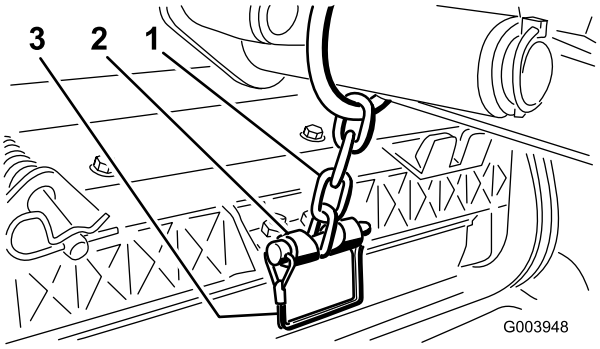

Rysunek 10
12. Zamocuj łańcuch ramienia podnoszącego do wspornika łańcucha za pomocą zamka (Rysunek 10). Użyj tylu ogniw łańcucha, ile jest wymienionych w rozdziale dotyczącym zespołu tnącego w *instrukcji obsługi*.